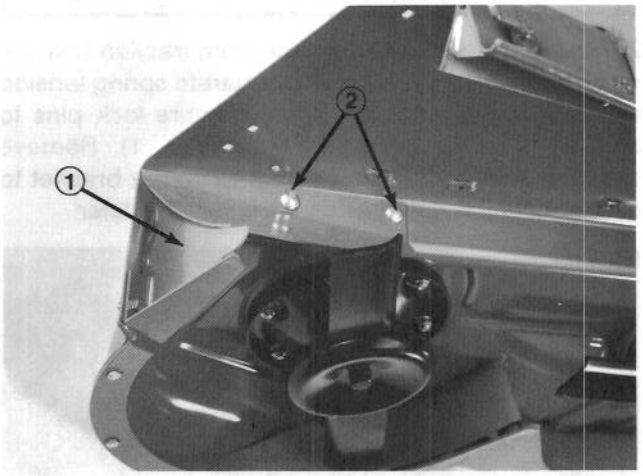

Figure 8
5. Align rear baffle with corner of discharge opening (Fig. 8).